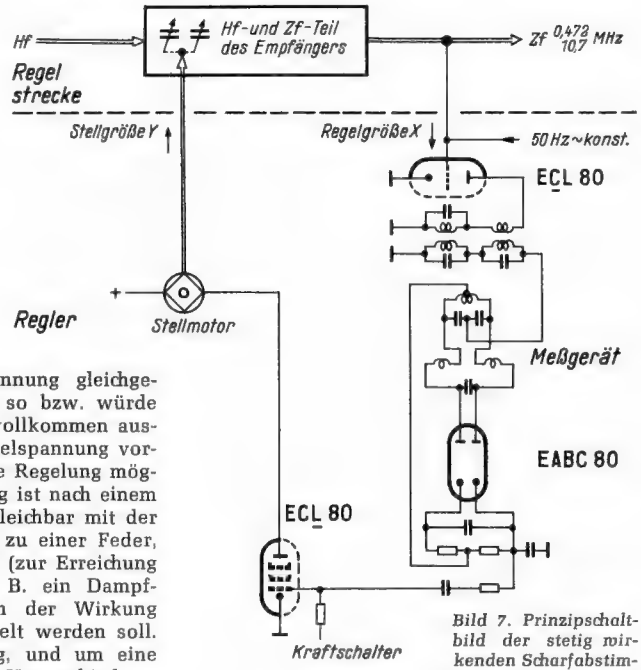

Bild 7. Prinzipschaltbild der stetig wirkenden Scharfabstimmung eines Rundfunkempfängers
Bild 7 zeigt einen integral wirkenden Regler eines modernen Rundfunkempfängers (6). Aufgabe dieses Reglers ist es, die Abstimmkreise des Empfängers automatisch auf den empfangenen Sender einzustellen; es handelt sich also um eine automatische Scharfabstimmung und damit um einen sog. *Folgeregler*, bei dem die Frequenz des eingestellten Senders den Führungswert abgibt. Dieser Regler regelt aber nicht nur evtl. Abwanderungen der empfangenen Frequenz, also den Führungswert, aus, sondern auch Beeinflussungen durch Störgrößen Z. Solche wären im Falle des gezeigten Beispieles: Abweichungen des Überlagerungs-Oszillators und zeit- und temperaturbedingte Abweichungen der Abstimmelemente des Empfängers. Der Vollständigkeit halber sei hier hinzugefügt, daß dieselbe Einrichtung dieses „ferngesteuerten" Empfängers auch zur Sendersuche von Hand oder automatisch benutzt wird; in diesem Falle handelt es sich dann um eine echte Steuerung.
Die Wirkungsweise des Regelkreises nach Bild 7 ist folgende: Die empfangene Hf wird in bekannter Weise in die Zf von 472 kHz oder 10,7 MHz umgesetzt. An der Anode der letzten Zf-Röhre (Messort) wird diese Zf abgenommen und einer Verstärker-Modulatorröhre EC(L) 80 zugeführt. Hier wird die jeweilige Zf (0,472 oder 10,7 MHz) mit einer 50-Hz-Wechselspannung moduliert und dann dem Steuerdiskriminator zugeführt. Dieser ist interessanterweise so ausgeführt, daß er ohne Umschaltung sowohl die AM-Zf, als auch die FM-Zf-verarbeiten kann.